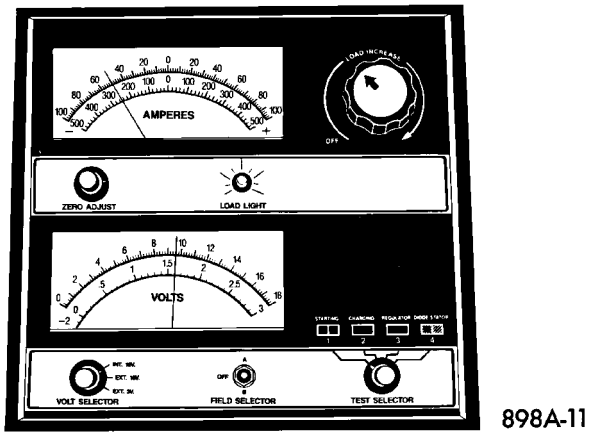

Fig. 10 Rendimiento de arranque en frío de la batería, del 50% de carga
(3) Deje transcurrir 2 minutos para que la batería se estabilice y luego verifique el voltaje de circuito abierto.
(4) Gire la perilla de control de carga del aparato de prueba para mantener el 50% de rendimiento de arranque en frío de la batería durante 15 segundos (Fig. 10). Registre la lectura de voltaje cargado y coloque nuevamente el control de carga en la posición OFF. Consulte las especificaciones de la batería al final de este grupo.